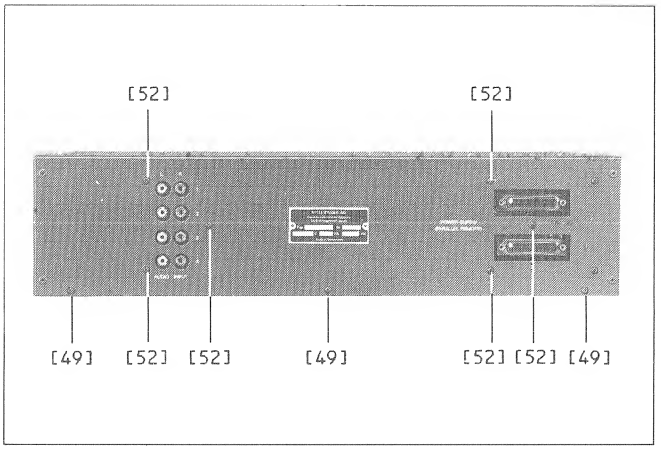

Fig. 2.15
-> Fig. 2.15 / Fig. 2.16
-> Fig. 2.15